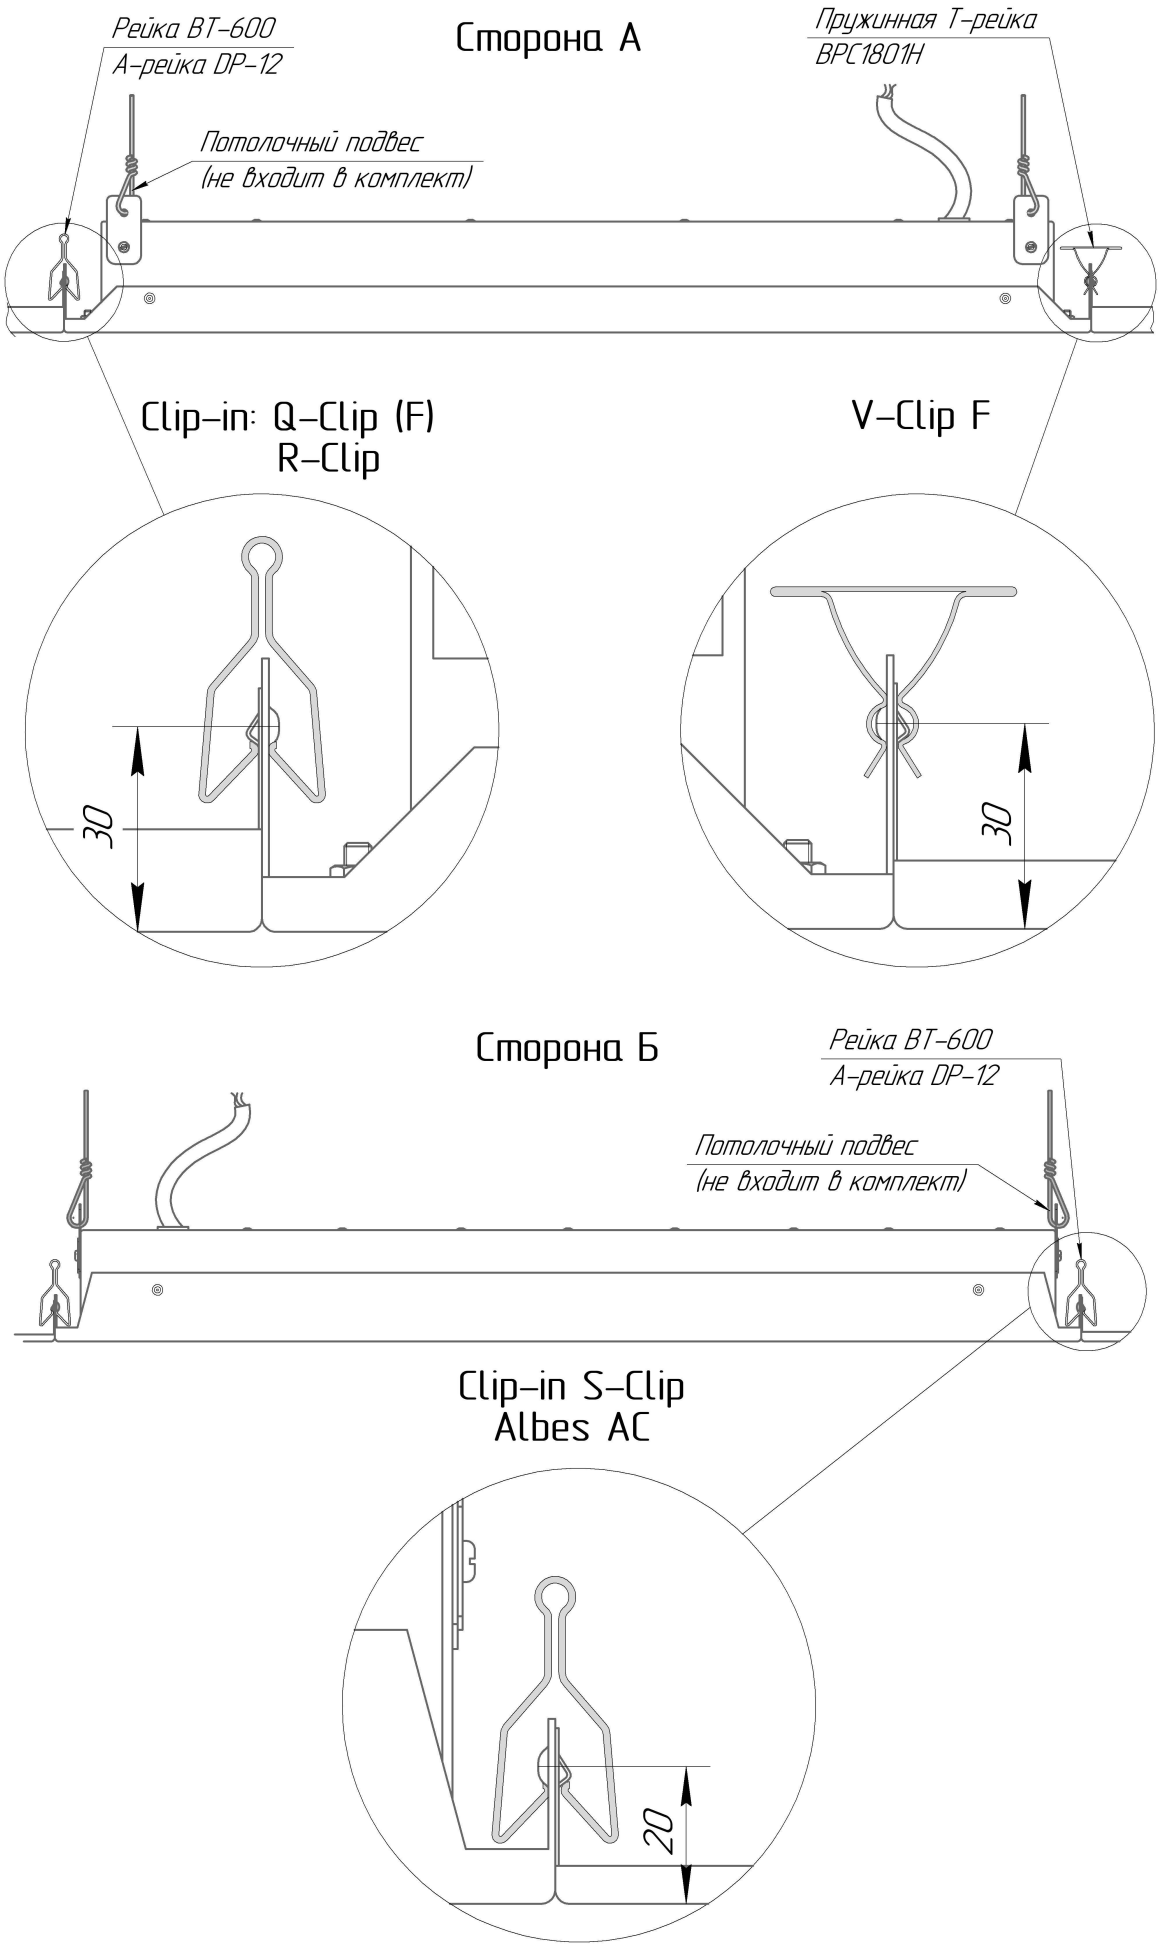

Рисунок 2 - Схема установки светильника ДВО15 VCF
5.5.2 Для установки светильника в потолок V-Clip F на пружинную Т-рейку BPC1801H, а также в потолки Clip-in Q-Clip и Clip-in R-Clip на пружинную А-рейку DP12 (или рейку BT-600) используйте пуклёвки обечайки, находящиеся на расстоянии 30 мм от лицевой поверхности светильника (рис. 2).
5.5.3 Для установки светильника в потолки Clip-in S-Clip и Albes AC на пружинную А-рейку DP12 (или рейку BT-600) используйте пуклёвки обечайки, находящиеся на расстоянии 20 мм от лицевой поверхности светильника (рис. 2).